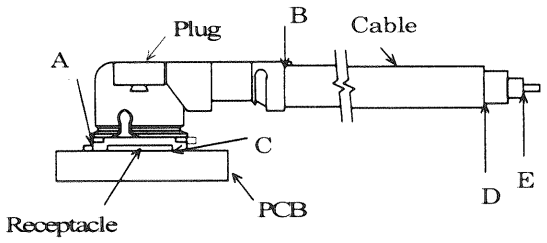

Fig.1
(1) Contact Resistance / 接触抵抗
A.Testing:Solder the receptacle connector to the test board and mate the plug connector together, then measure the contact resistance as shown in Fig.1 by the four terminal method.
A. 試験法:テスト基板にリセプタクルコネクタを半田付けし、プラグコネクタと嵌合させ、Fig. 1のように4端子法にて下記の条件で測定する。 MIL-STD-202 試験法 307 に準拠。